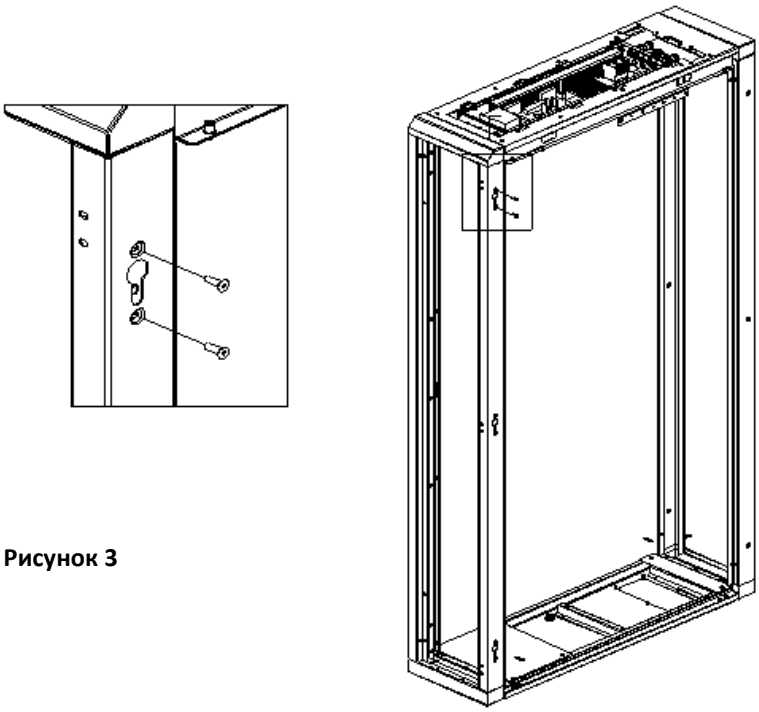

Рисунок 3
- Ослабьте болты, которыми были закреплены потайные гайки в передней опоре охлаждающего устройства - см. рис. 3. Удалите потайные гайки только со стороны, где устройство должно быть подключено к распределительным щитам. Воспользуйтесь шестигранным ключом размера 3.